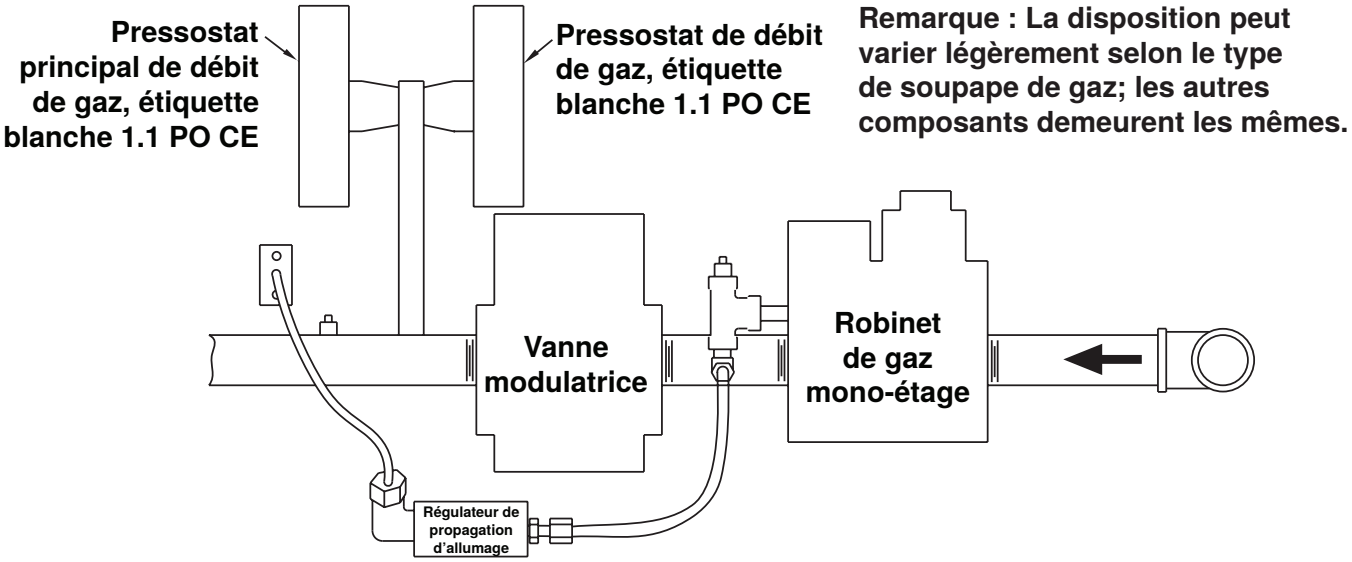

Figure 17. Disposition du collecteur AG39 facultatif
- **Modulation électronique entre 20–28% et 100% de taux de tir (option AG39) :** Selon leur taille, les fournaises dotées de l'option AG39 ont un taux de réglage de 20–28%. La fournaise est mise en marche à n'importe quel taux d'écoulement de la plage disponible et maintient une efficacité thermique moyenne égale ou supérieure à l'efficacité thermique à taux maximal. Lorsque la valve reçoit un appel de chaleur de l'amplificateur et que la veilleuse est allumée, le débit de gaz provenant de la soupape à un étage est dirigé à la fois vers la valve de modulation et vers l'allumeur à tube à régulation de pression. Lorsque le signal de l'amplificateur à la valve de modulation demande un fonctionnement à taux moindre que maximal, la valve de modulation diminue le débit de gaz vers le brûleur afin que le taux d'écoulement ainsi réduit maintienne la température désirée. Lorsque le taux d'écoulement est suffisamment abaissé pour réduire la pression de gaz à 1.1 PO CE, le pressostat de gaz principal dans le collecteur actionne le moteur à engrenage qui commande le registre de dérivation de l'aérateur/du système d'air de combustion. En s'ouvrant, le registre de dérivation envoie une partie de l'air d'arrivée directement dans le conduit d'évacuation, ce qui réduit le débit d'air vers le brûleur. Des disjoncteurs de sécurité enregistrent la position du registre de dérivation. Lorsque la pression du gaz >1.1 PO CE, le registre de dérivation se referme. Le circuit de gaz (voir **Figure 17**) comprend une soupape de gaz à un étage, une valve de modulation et deux pressostats de gaz. Le tiroir à brûleurs est muni d'un dispositif de propagation de l'allumage et d'un allumeur de gaz à tube à régulation de pression. L'allumeur à tube reçoit le gaz du régulateur en même temps que le gaz alimentant le brûleur. Le système est commandé par un amplificateur Maxitrol (voir **Figure 16**) relié à un indicateur de température à cadran distant. L'alimentation en gaz (consultez les exigences de pression dans le **Tableau 12**) est raccordée à la soupape de gaz à un étage. Pour compenser la perte de pression additionnelle due à la valve de modulation, on règle la pression de sortie de la soupape de gaz à un étage à un niveau plus élevé que sur un collecteur de gaz standard. Le tuyau de la veilleuse est raccordé au port veilleuse de la soupape de gaz à un étage. La sonde de température du conduit et le tube de mélange sont livrés séparément pour installation sur place dans le conduit d'alimentation. De conception unique, ce système de modulation nécessite des réglages de la pression d'air de combustion différents de ceux du système standard. Consultez le **Tableau 11** pour les réglages approximatifs du contacteur de détection d'air de combustion au niveau de la mer. Reportez-vous à la section **Dépannage du circuit de sécurité du volet d'air de combustion de dérivation sur les unités avec option AG39 ou AG40** pour le dépannage.